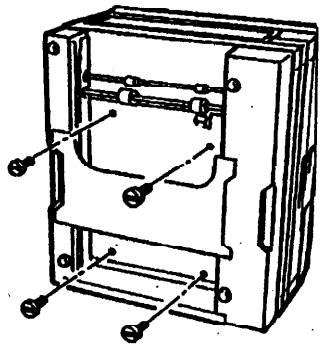

Рис. 1. Вспомогательный лоток
5. Отвинтите четыре винта, крепящих вспомогательный лоток к нижней части аппарата (Рис. 1).